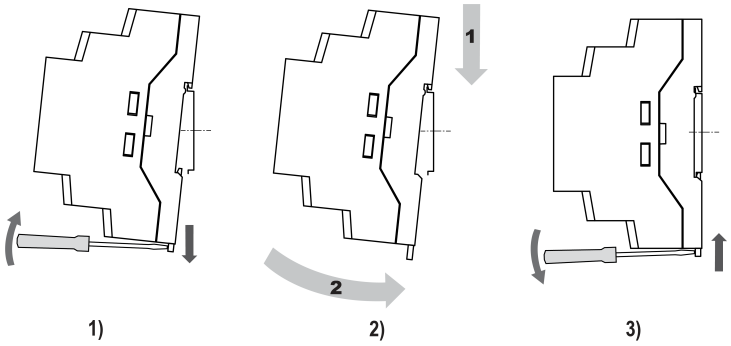

**Рисунок 4.10 – Монтаж прибора с креплением на DIN-рейку**
2. Вставив отвертку в проушину, оттянуть защелку рисунок 4.10, 1)
3. Установить прибор на DIN-рейку в соответствии с в направлении стрелки 1 рисунок 4.10, 2);
4. Прижать прибор к DIN-рейке в направлении, показанном стрелкой 2 (см. рисунок 4.10, 2). Зафиксировать защелку (см. рисунок 4.10, 3).